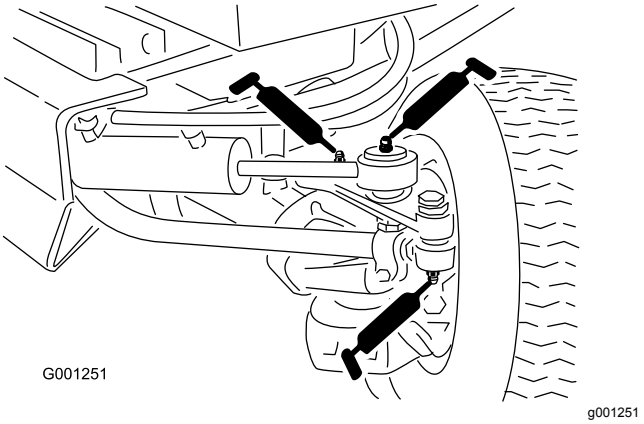

Figur 43
- Dragstångsändar (2) (Figur 43)
- Cylinderstavändar (2) (Figur 43)
- Styrtappar (2) (Figur 43)
- Axelsvängtapp (Figur 43)